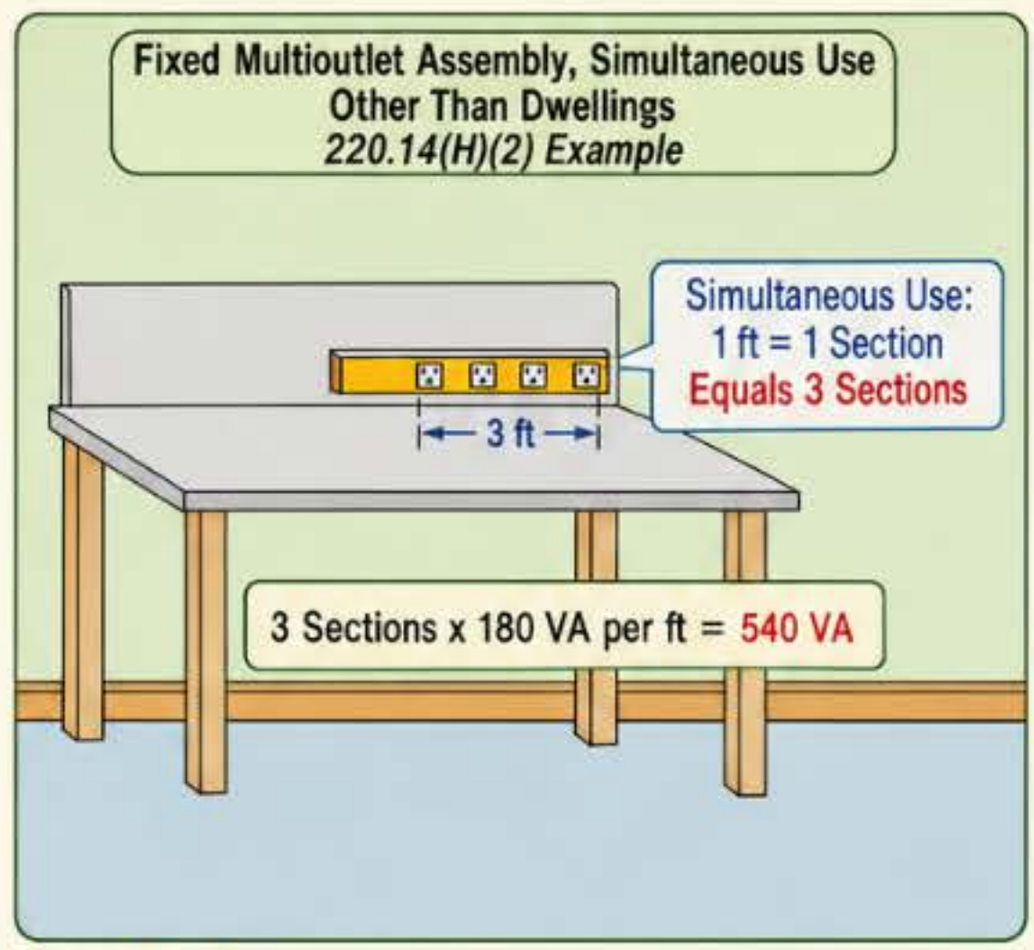

Figure 220-12
(2) If appliances are likely to be used simultaneously, each 1 ft (or fraction of a ft) of multioutlet assembly is considered 180 VA. Figure 220-12